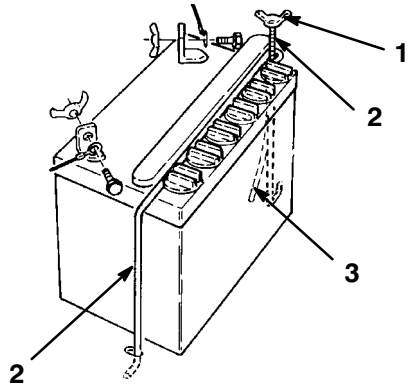

Figure 18
2. Retirer l'écrou papillon qui fixe la bride de la batterie au châssis de la tondeuse (Fig.18).
3. Déconnecter le câble négatif (noir) de mise à la masse de la borne négative de la batterie (Fig. 18).
4. Soulever le capuchon de caoutchouc de la borne positive de la batterie, et déconnecter le câble positif (rouge) de la borne de batterie (Fig. 18).
5. Retirer l'écrou papillon qui fixe la bride de la batterie au châssis de la tondeuse (Fig.18).